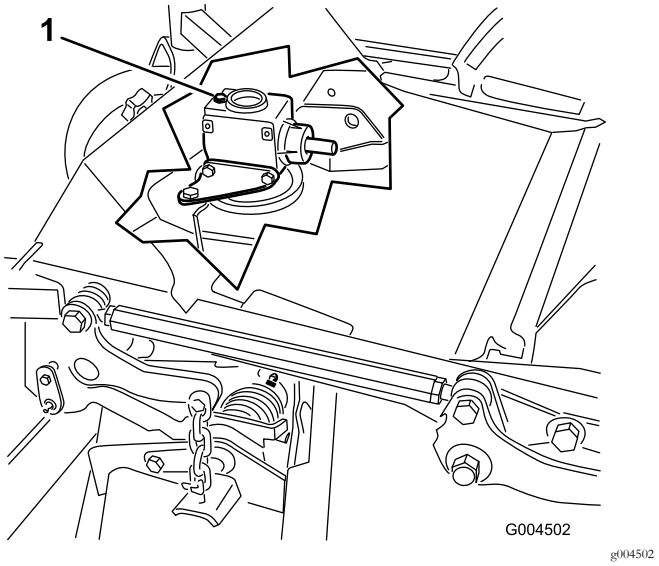

Rysunek 34
oleju znajduje się między oznaczeniami na wskaźniku poziomu (Rysunek 34).
6. Odkręć wskaźnik poziomu / korek wlewu z górnej części skrzyni przekładniowej (Rysunek 34).